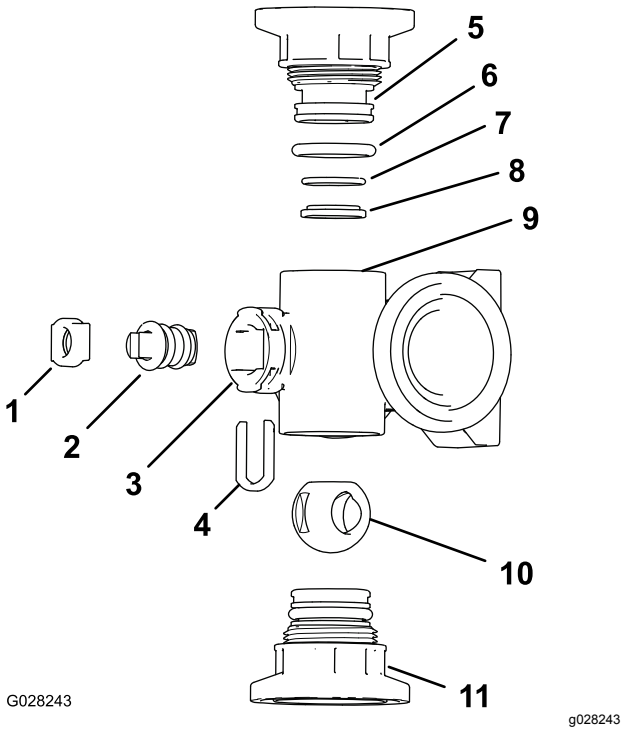
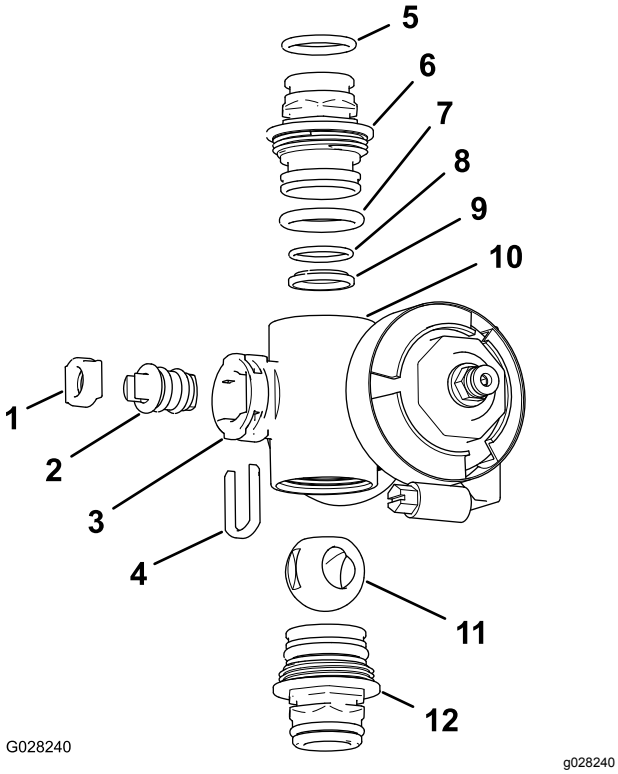

Figur 77
Figur 78
2. Fjern de to kappkoblingsenhetene fra hver ende av manifoldkroppen (Figur 77 og Figur 78).
4. Fjern stammeholderen fra slissene i manifoldets stammeport (Figur 77 og Figur 78).
5. Fjern stammeholderen og ventilstammesetet fra manifoldet (Figur 77 og Figur 78).
6. Ta ut ventilstammeenheten fra ventilkroppen (Figur 77 og Figur 78).
1. Se etter skader og slitasje på uttaksnippel-O-ringene (bare på seksjonsventilmanifolden), kappkobling-O-ringene, de bakre O-ringene og kuleskålen (Figur 77 og Figur 78).
2. Smør silikonfett på ventilstammen og før den inn i ventilstammesetet (Figur 77 og Figur 78).
3. Monter ventilstammen og setet på manifoldet, og fest dem med stammeholderen (Figur 77 og Figur 78).
4. Påse at den bakre O-ringen og kuleskålen er på linje med og plassert i kappkoblingen (Figur 77 og Figur 78)
5. Monter kappkoblingsenheten på manifoldkroppen slik at flensen på kappkoblingen rører manifoldkroppen (Figur 77 og Figur 78), og drei kappkoblingen 1/8 til 1/4 omdreining til.